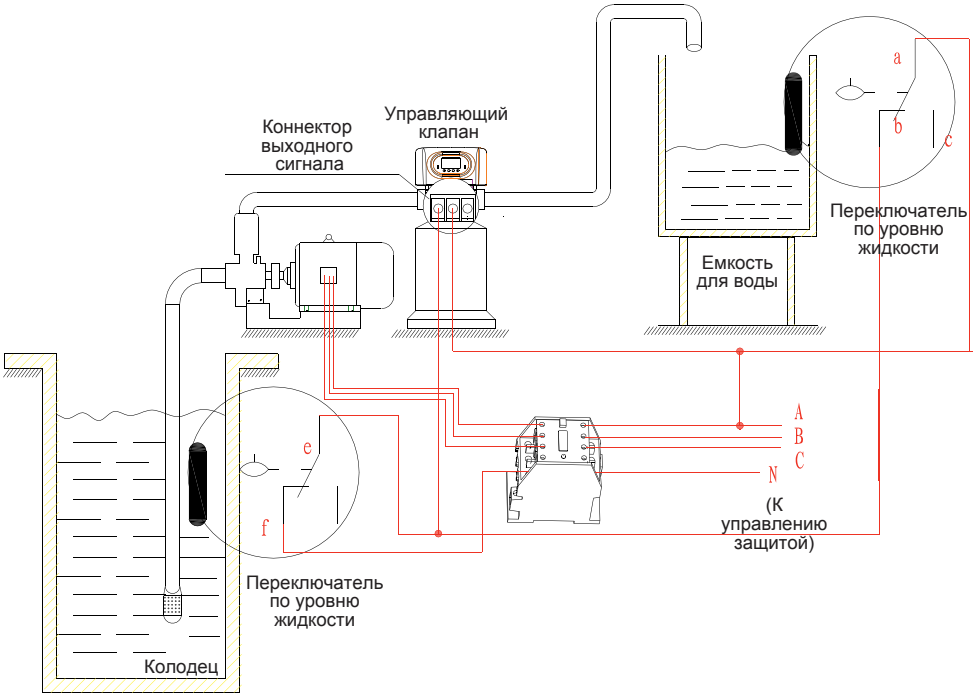

Рис. 3-6 Схема электрических соединений Переключателя по уровню жидкости в емкости для воды, контролирующего работу насоса на входе в систему.
3) Переключатель по уровню жидкости в емкости для воды управляет (трехфазным) насосом на входе (комплектация b-01), см. Рис. 3-6.